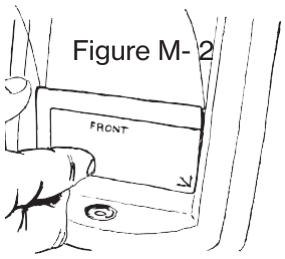

Figure M- 2
- Alignment of the screen protector to the bezel (frame) of the DVNext is critical. Be sure to avoid misalignment which may result in the screen protector contacting or locating under the bezel (frame). A foam alignment tool is attached to the screen protector's outer layer and should be used to locate the screen protector to the lower right-hand corner of the touch screen (see Figure M-2).